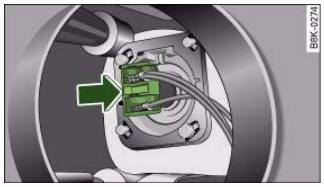

Fig. 261 Bulb holder for main beam headlights
– Press the connector in the direction of the arrow ⇒ fig. 261.